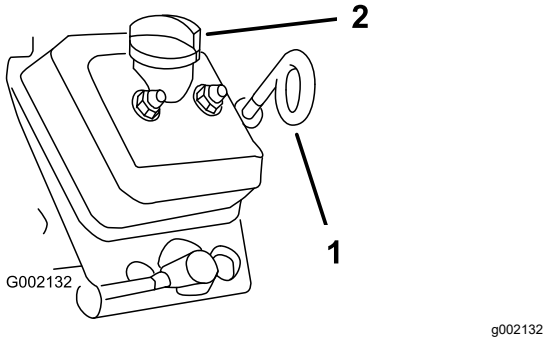

Figuur 32
3. Maak de omgeving van de oliepeilstok en de vuldop (Figuur 32) schoon met een doek zodat er vuil niet in de buis van de peilstok of de vulopening kan vallen en de motor beschadigen.
4. Verwijder de peilstok en veeg hem schoon (Figuur 32).
5. Schuif de peilstok in de peilstokbuis en duw tot hij niet verder kan (Figuur 32).
8. Plaats de vuldop terug (Figuur 32).
9. Steek de oliepeilstok helemaal in de opening (Figuur 32).